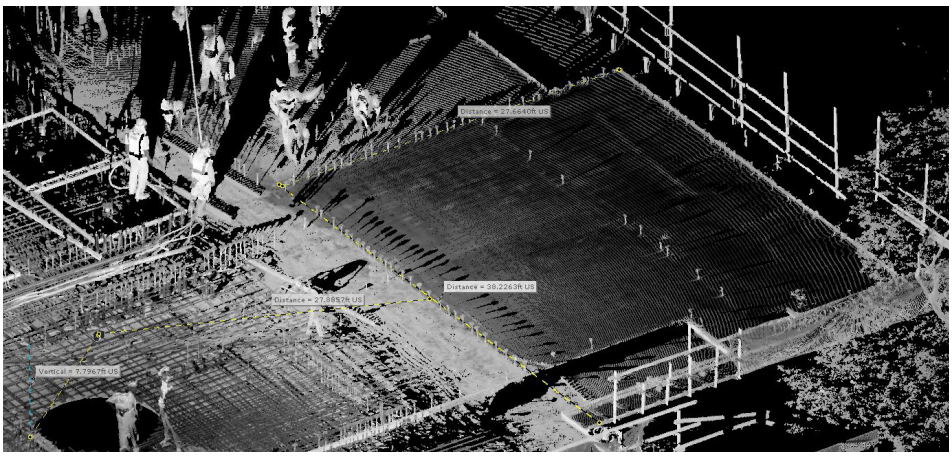

Figure 3. *Diagram of scanner placement and size of wet concrete area evaluated.*
Step 2: Scan – Using a FARO Focus^{3D} X 330, select the appropriate resolution which can collect points with 1/4" spacing at 30 feet away. For those familiar with the Focus^{3D} interface, this is a 1/5 resolution and 3x quality scan with no pictures, resulting in a three minute and 17 second scan. Using a standard tripod with the scanner elevated about 6 feet off the ground, you can collect data (*Figure 3*) up to 70 feet from the scanner that is dense enough to identify high/low areas as well as calculate FF/FL numbers. An elevated tripod can be used to increase the height of the scanner, which will result in capturing usable data at greater distances. The scanner can be accessed remotely by smartphone or tablet if it is elevated beyond reach using the built in Wi-Fi.